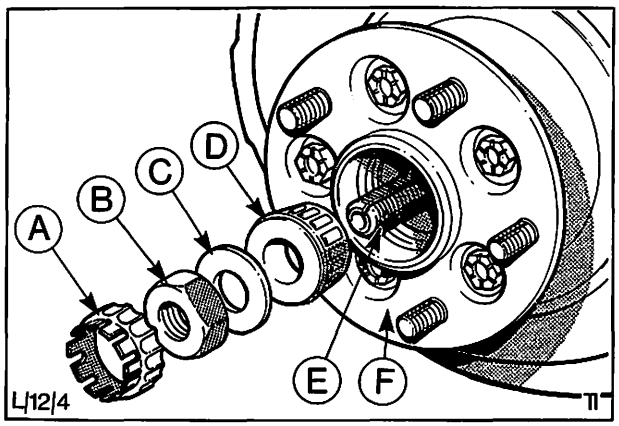

Abb. 62 Äußeres Radlager komplett
6. Fettkappe abnehmen. Splint und Kronensicherung entfernen. Einstellmutter abschrauben. Druckscheibe und äußeres Lager entfernen. Nabe mit Bremsscheibe von Achsstummel abschieben, Abb. 62.
8. Nabe und Bremsscheibe komplett auf Achsstummel schieben. Lager auf Zustand prüfen, erforderlichenfalls erneuern, Abb. 62. Druckscheibe und Einstellmutter montieren. Radlager wie folgt einstellen: